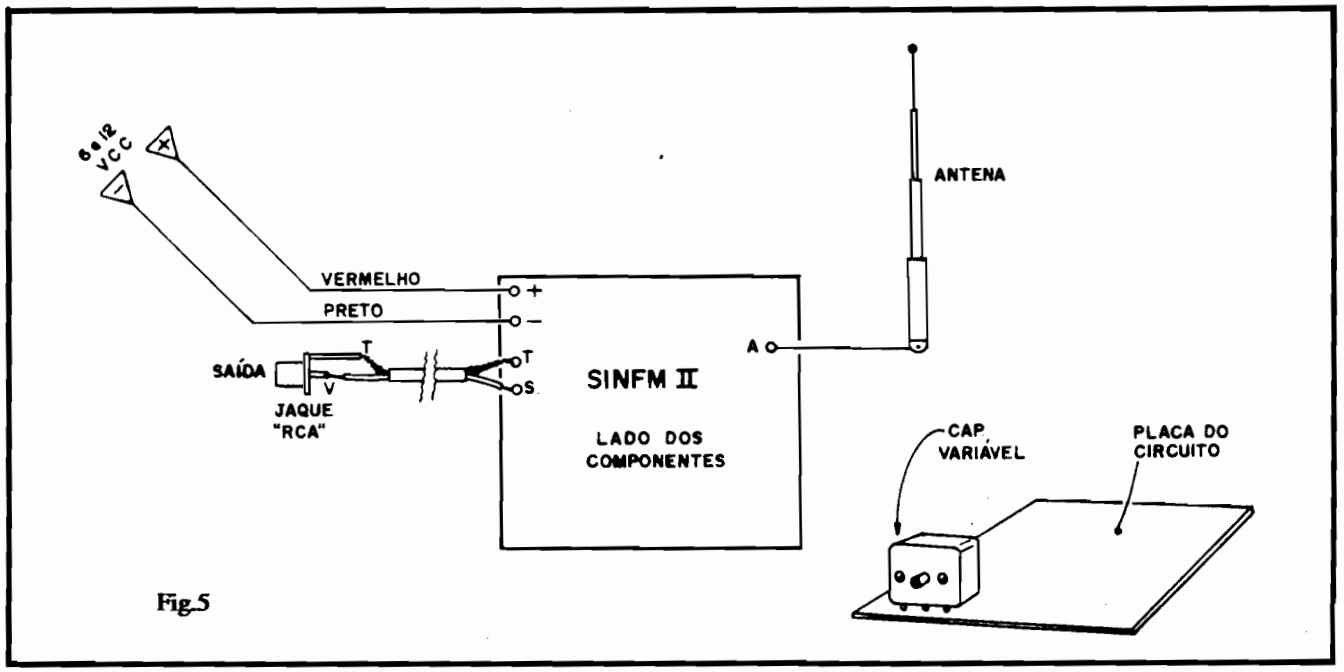

Fig.5
- FIG. 5 - Conexões externas à placa. Observar com atenção os seguintes pontos: polaridade de alimentação (procure usar fio **vermelho** no **positivo** e fio **preto** no **negativo**, como é norma), ligação da antena (com fio simples), conexão do cabo blindado mono de "saída" (identificar corretamente o condutor "vivo" central, e a malha de "terra", inclusive quanto aos terminais do jaque RCA...) e posicionamento do capacitor variável (em pé, rente à placa, com o eixo de acionamento voltado "para fora"...).